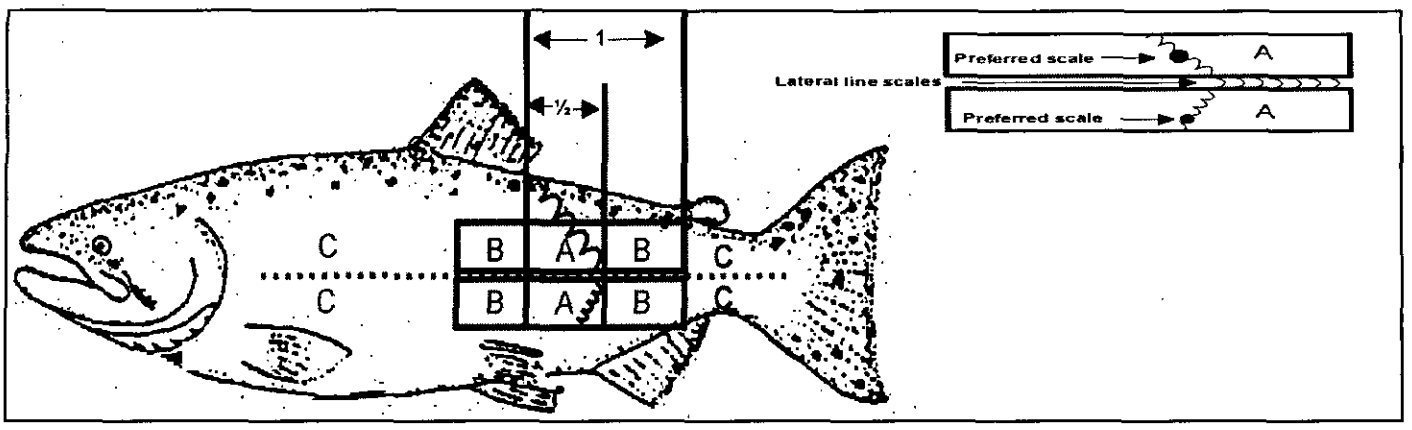

Figure 10-4: Salmon scale collection zones
- Collect at least 5-10 scales preferably from the optimal "A" zone (see Figure 10-4). If scales can not be found in the "A" zone then search for and collect scales from the "B" zone, then the "C" zone if necessary.